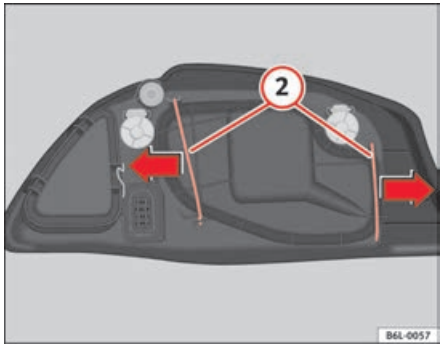

Fig. 153 Main beam lamp
– Remove the loops (2) ⇒ fig. 153 outwards in the direction of the arrow and remove the cover.
– Fit the plastic cover and replace the loops (2) ⇒ fig. 153.